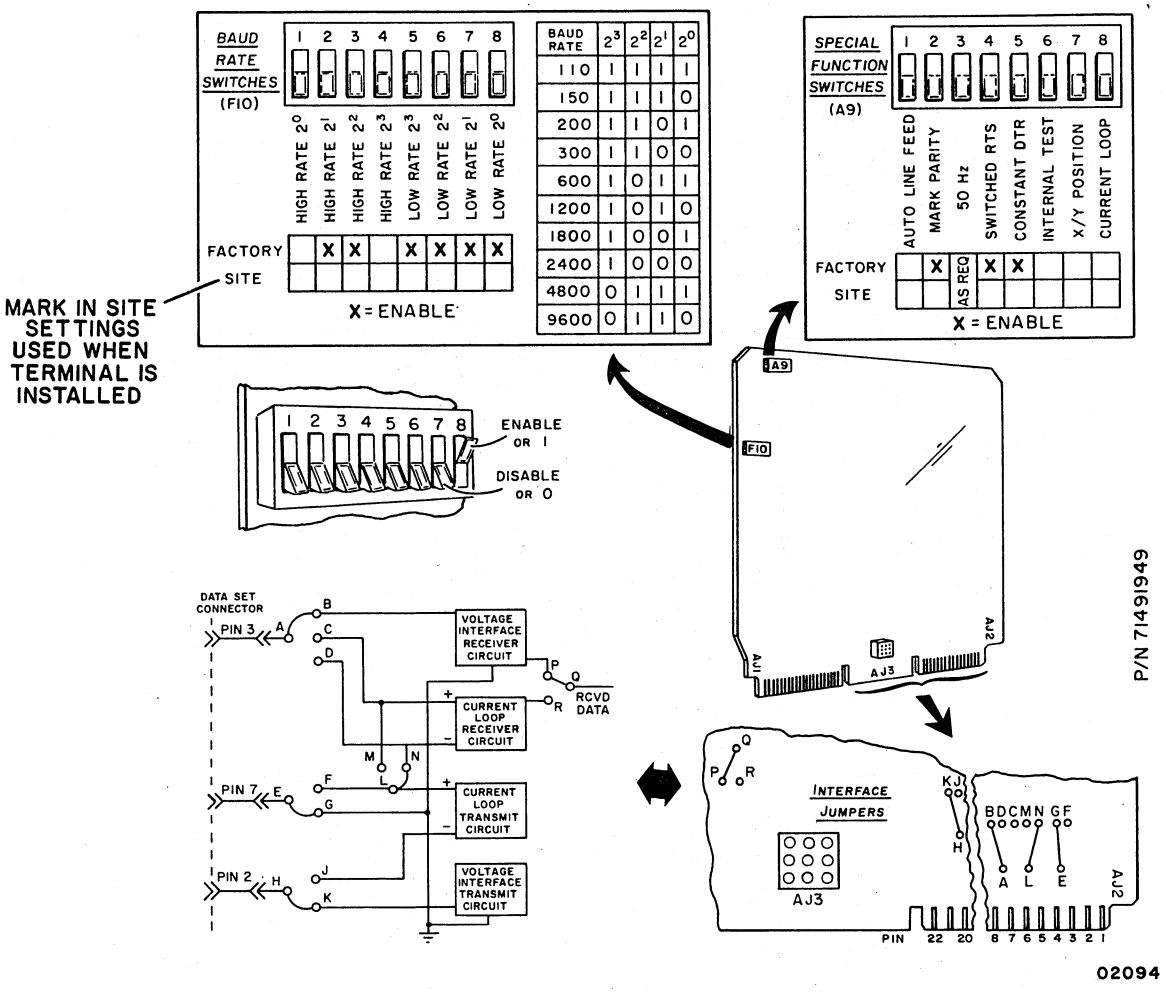

Figure CRT1. Keyboard Display Internal Switches and Controls
14) Check switch settings on board to ensure that they are set per the SITE blocks on cover-plate decal (see figure CRT1).